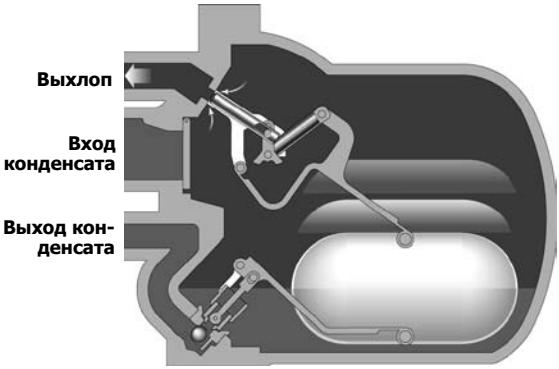

Рис. 10
1. Убедитесь, что подводящие и отводящие трубы подсоединены в соответствии с рис. 10 и 11. Медленно открывайте вентиль на линии подачи пара. Убедитесь, что балансировочная линия открыта.
Шаг 5 (Рис. 10)